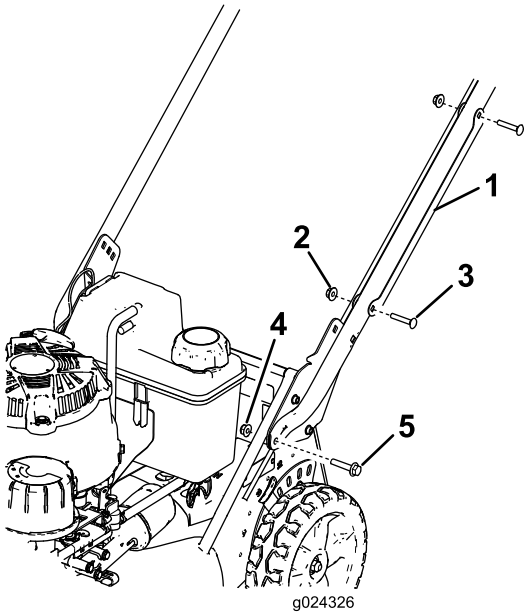

Rysunek 3
1. Zdejmij osłonę kabla z uchwytu (Rysunek 3), usuwając 2 śruby podsadzane i 2 nakrętki zabezpieczające, które przytrzymują osłonę kabla do uchwytu.
2. Zamontuj końcówki uchwytu na obudowie maszyny 2 śrubami kołnierzowymi z łbem sześciokątnym (5/16 x 1-1/2 cala) i 2 nakrętkami (5/16 cala) w sposób pokazany na Rysunek 3.
1. Śruba podsadzana – 5/16 x 1½ cala (2)
2. Wspornik uchwytu (2)
3. Nakrętka z kołnierzem 5/16 cala (2)
6. Umieść osłonę kabla na uchwycie z kablem (kablami) w osłonie i zamocuj osłonę do uchwytu 2 śrubami podsadzanymi oraz 2 wcześniej zdjętymi nakrętkami zabezpieczającymi (Rysunek 3).